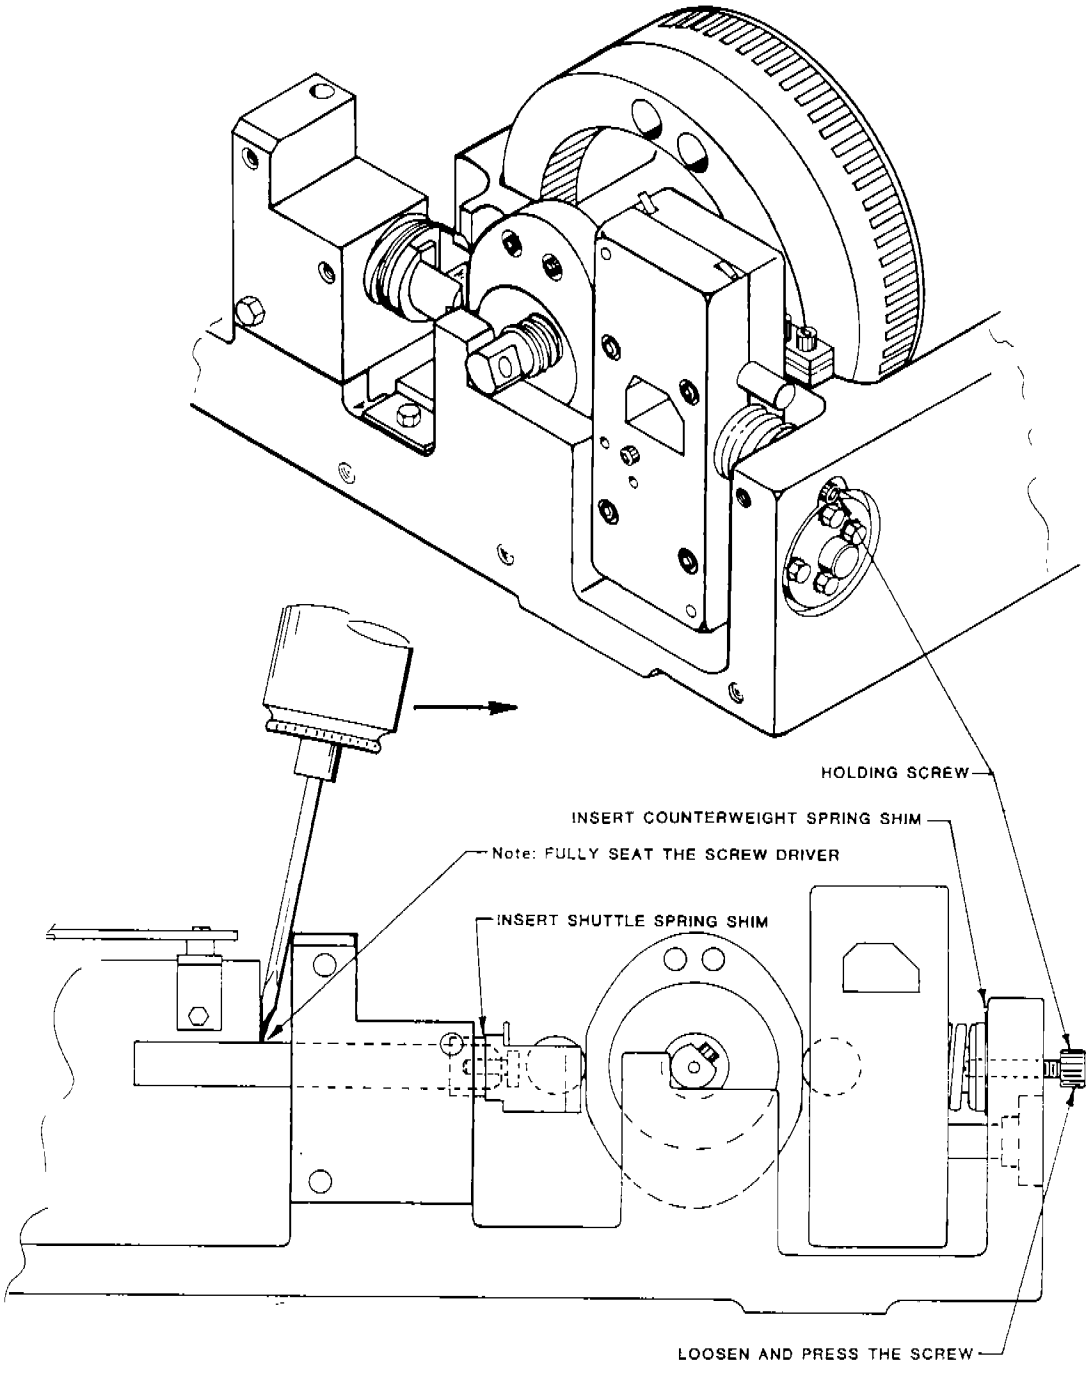

FIGURE 3-9.
6. Insert a 0.01 inch shuttle spring shim (P/N 101565-001) between the cam follower yoke and the shuttle spring (Figure 3-9) as follows: